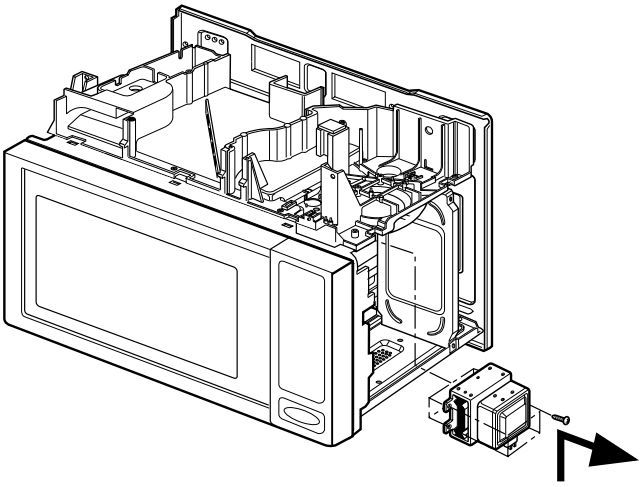

Figure 12
(1) Disconnect the power supply cord from the wall outlet.
(2) Remove the vent grille and the out case from unit. (See page 7-6)
(3) Remove the wires from the filament terminals of the magnetron.
(4) Remove two or four tap tite screws securing the magnetron to the wave guide.(Figure 12)
(5) Lift up the magnetron slightly and pull it to the right very carefully.